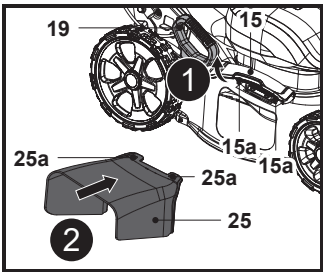

Fig. 14
1. Sitúe la palanca de ajuste de la altura de corte (19) por encima de la segunda posición más baja.
2. Gire el protector del deflector lateral (15) hacia el motor y manténgalo en esa posición (Fig. 14, paso 1).
3. Alinee y cuelgue el accesorio de descarga lateral (25) en los cierres (15a) del protector del deflector lateral (15) por las ranuras (25a) (Fig. 14, paso 2).